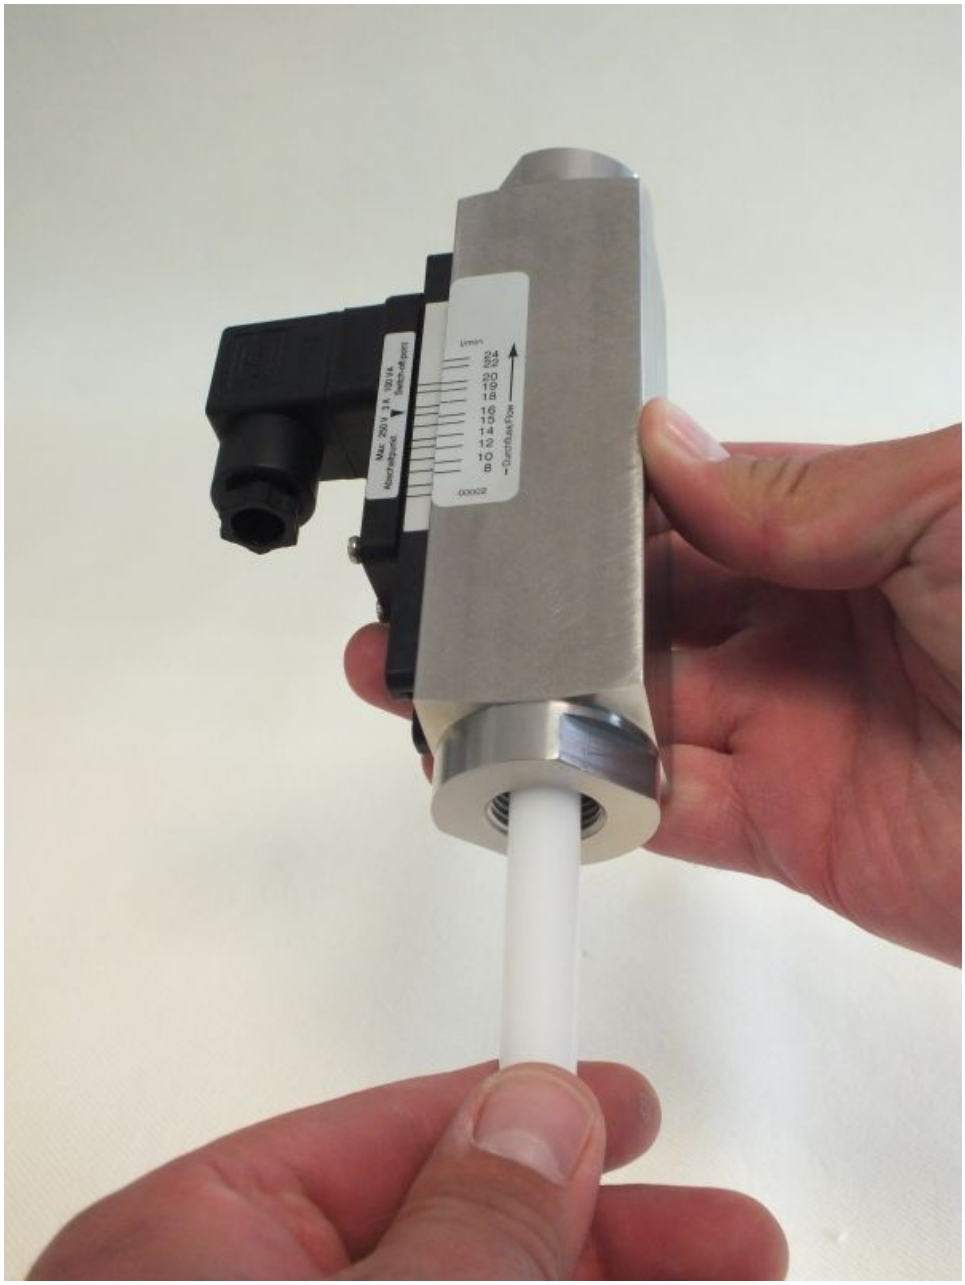

Fig. 65: Check for smooth operation
14. Check the float for ease of movement (*Fig. 65*) by applying pressure with the test rod